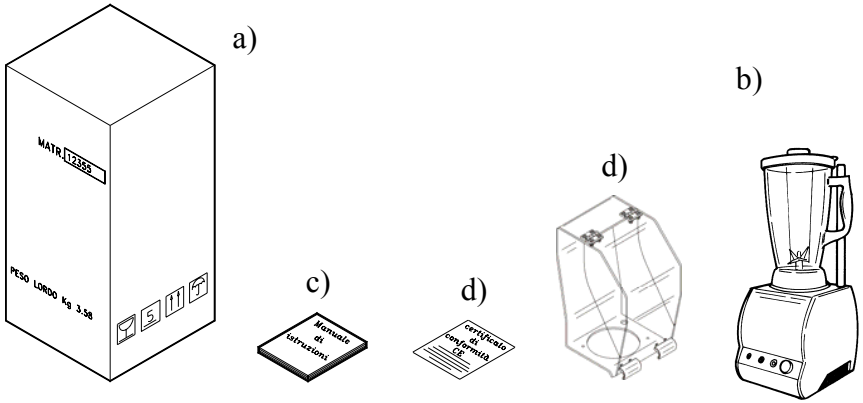

ABB. Nr.3 - Verpackungsbeschreibung
3.1 - SPEDITION DES GERÄTES (*siehe ABB. Nr.3*)
Wenn das Frachtstück beim Empfang keine äußeren Schäden aufweist, öffnet man es und kontrolliert die Vollständigkeit des Verpackungsinhaltes (*siehe ABB. Nr. 3*). Sollten dagegen beim Empfang Beschädigungen festzustellen sein, die auf Stöße oder Fall zurückzuführen sind, muss dies dem Kurier mitgeteilt werden und innerhalb von 3 Tagen ab Zustellungsdatum, das aus den Dokumenten hervorgeht, muss ein ausführlicher Bericht über die eventuellen Schäden am Gerät abgefasst werden. **Die Verpackung nicht auf den Kopf stellen!!** Beim Transport sicherstellen, dass es fest an allen vier 4 Seiten ergriffen wird (wobei man es parallel zum Boden hält).